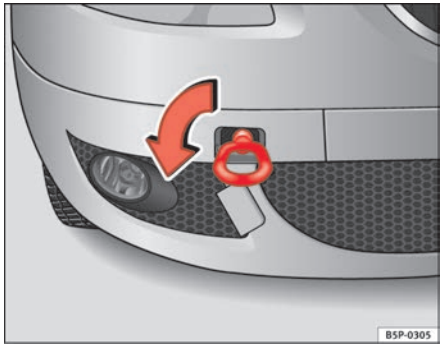
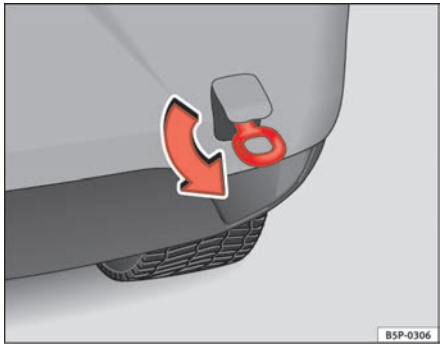

Fig. 205 The front right section of the vehicle: Fitting the front towing eye
Fig. 206 Fitting the towing eye to the rear of the vehicle
– Screw the towing eye as shown by arrow *anti-clockwise* to the limit position in the front ⇒ fig. 205 or rear ⇒ fig. 206 threaded hole. ■